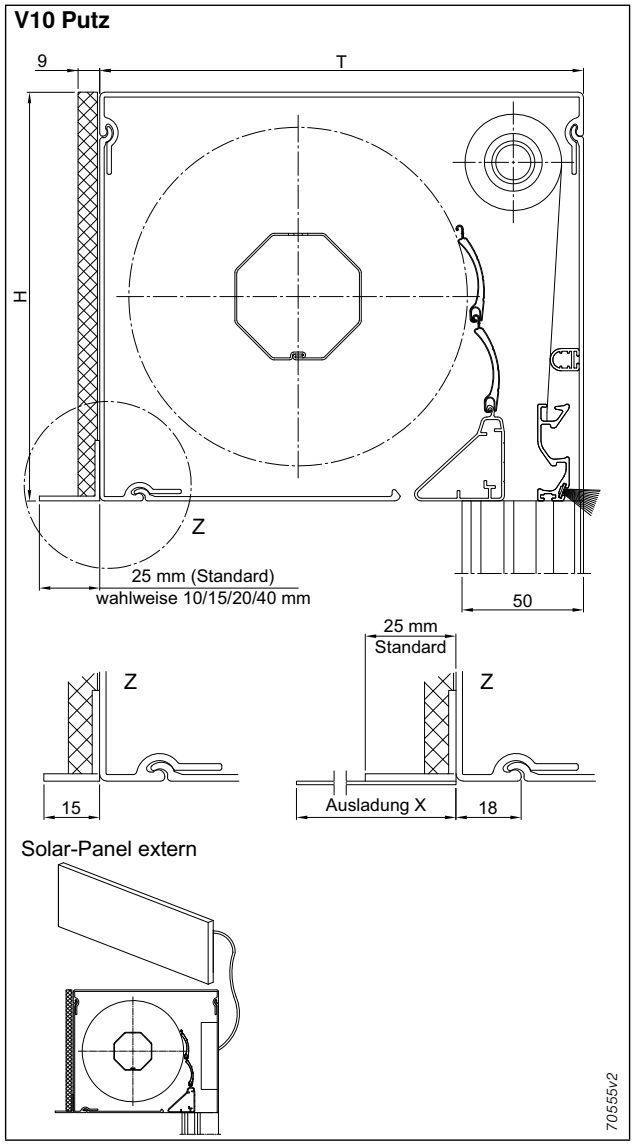

Abb. 22: Kastenabmessungen V10 Putz
– bei einem Wärmedämm-Verbundsystem (WDVS) sollte die Ausladung des Putzträgerprofils auf 15 mm (siehe Abb. 22) festgelegt werden. Bitte bei Bestellung angeben.